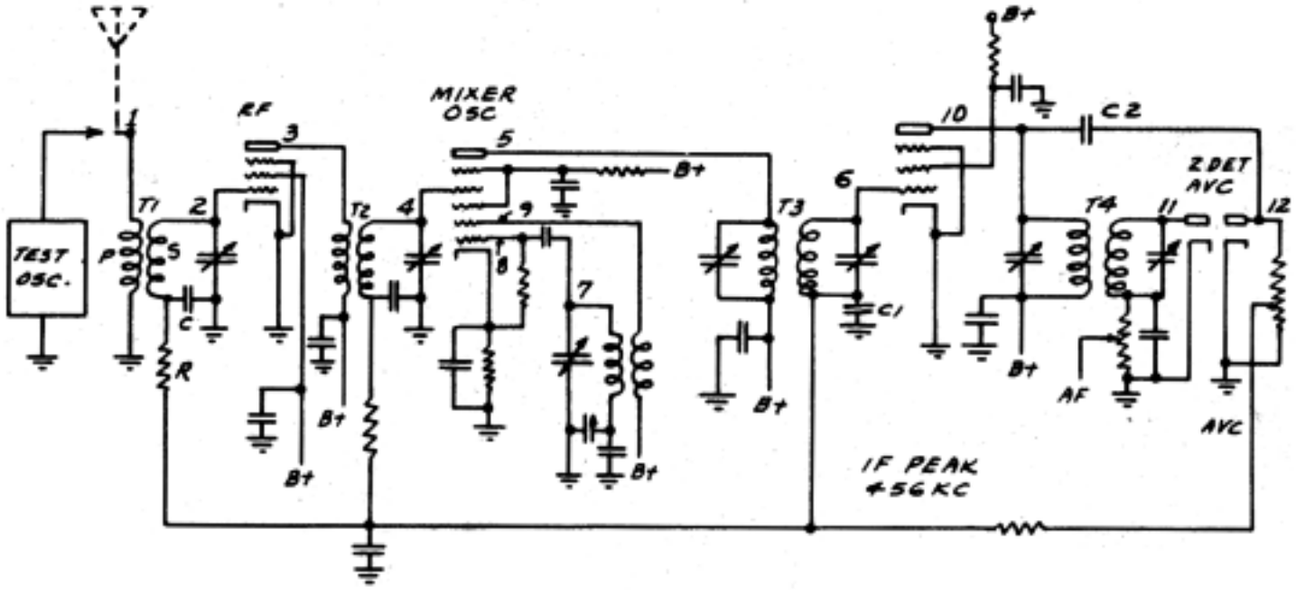

Figure 9
Refer to the receiver schematic diagram Figure 9. Reference to various points upon this diagram apply to equivalent points in a conventional a-c superheterodyne receiver employing an r-f stage. a combination mixer-oscillator, one i-f stage and a dual-function second detector and a.v.c. diode. This receiver normally operates over the standard broadcast band, from 540 kc to 1700 kc. Variations of this circuit embracing multi-wave-bands, automatic frequency control, t-r-f systems, triple-tuned transformer circuits, ac-dc operation, etc., will be discussed later.
3. Place the rf-if (red cable) probe point in contact with the antenna terminal "1" in Figure 9.
With normal signal at the r-f grid, we advance to the next point of test and this is the mixer plate, "5," as shown in Figure 9. This is a very important place in the receiver because valuable information can be obtained here. Three major signals of three different frequencies are available at this point; the r-f signal, the i-f signal, and the signal produced by the local oscillator within the receiver. Not only is the presence of these signals important, but the frequency of the i-f and the oscillator signal are also very important.
THE A.V.C. DIODE SIGNAL—If you examine the schematic in Figure 9, you will note that a condenser is connected between the plate of the second i-f tube and a diode plate (point "12"). This is the a.v.c. diode plate. In some instances, this diode is joined to the detector diode and the detector and a.v.c. functions are performed by the same diodes. In this case, however, individual diode plates are used.
With headphones plugged into the "RF-IF" output jack and the (red cable) probe moved through the various points outlined in connection with Figure 9, we can listen to this signal any place along the line where the modulated signal exists. The headphones required for this purpose are a pair of high impedance phones such as the crystal type.
TUNED RADIO FREQUENCY RECEIVERS—Signal tracing in tuned radio frequency receivers does not differ from that explained in connection with the superheterodyne shown in Figure 9. Since frequency conversion does not take place in a t-r-f receiver, the signal checked between the antenna and the detector tube is of the frequency fed into the receiver at the antenna. In other words, the entire tuned radio frequency portion, inclusive of the detector, is treated exactly as the radio frequency portion of a superheterodyne.